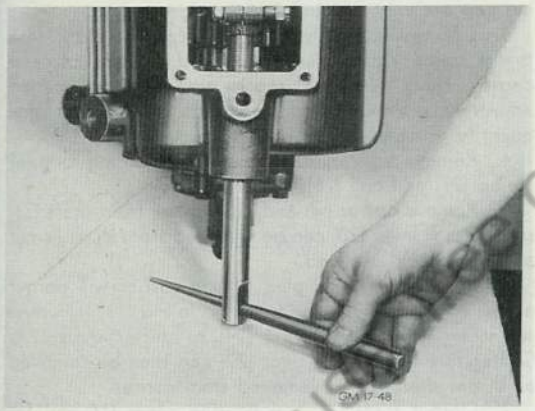

Fig. 8 High and Low Speed Shifter Shaft Is Threaded into Shift Fork as Shown
11. High and low shifter shaft is threaded into yoke. Turn shaft out of yoke (Fig. 8) and remove shaft and yoke from case.
12. Main shaft (80) with gears and bearings, idler shaft (58) with gears and bearings, also driven shaft (36) with gear and bearings, can now be lifted out of case.